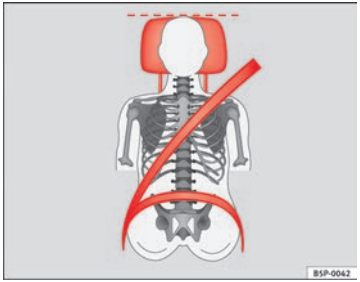
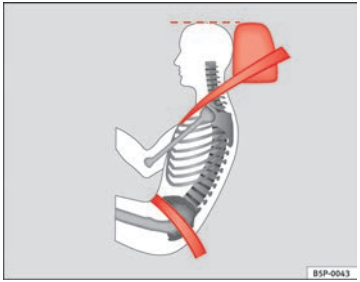

Abb. 3 Richtig eingestellte Kopfstütze von vorne betrachtet
Abb. 4 Richtig eingestellte Kopfstütze von der Seite betrachtet
– Stellen Sie die Kopfstützen so ein, dass sich die Oberkante der Kopfstütze möglichst auf einer Linie mit dem oberen Teil Ihres Kopfes, aber mindestens auf Augenhöhe befindet ⇒ Abb. 3 und ⇒ Abb. 4.